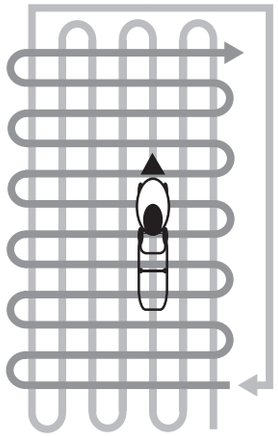

**Рис. 20 Схема скашивания высокой и/или загущенной травы**
5. При кошении в тяжелых условиях (п. 3,4) рекомендуется двигаться медленнее или проводить повторный покос с меньшей высотой скашивания. На Рис. 20 представлена схема движения газонокосилки при кошении высокой и/или загущенной травы.